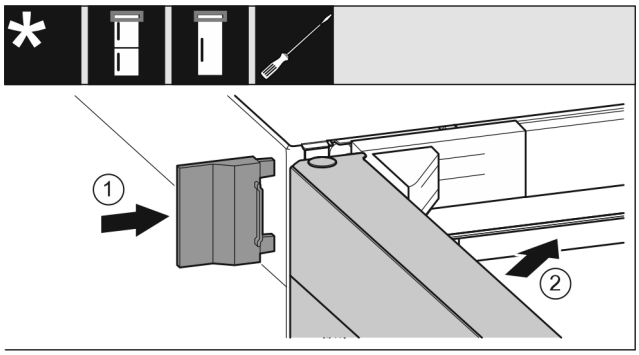

Fig. 26
- ▶ Insérer le cache extérieur *Fig. 26 (1)*.
- ▶ Fermer la porte supérieure *Fig. 26 (2)*.